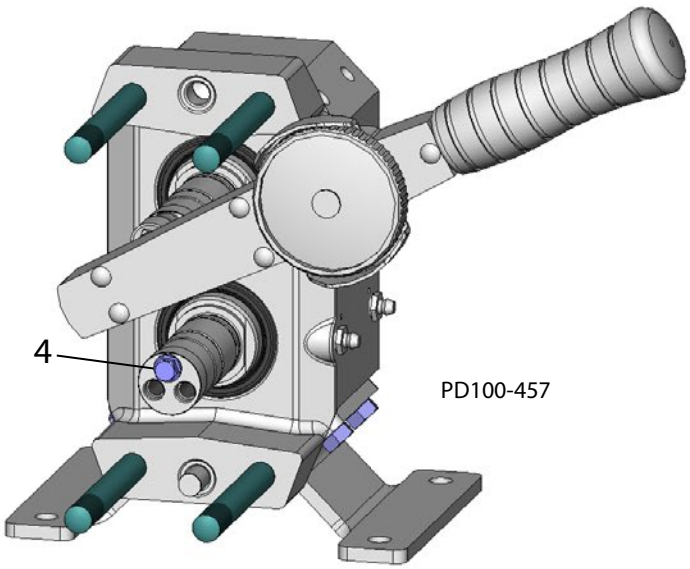

Afbeelding 50 - De rolkoppel controleren
3. Plaats een lipschroef (Afbeelding 50, item 4) in een van de draadgaten van elke as en controleer de rolkoppel van elke as met een momentsleutel.